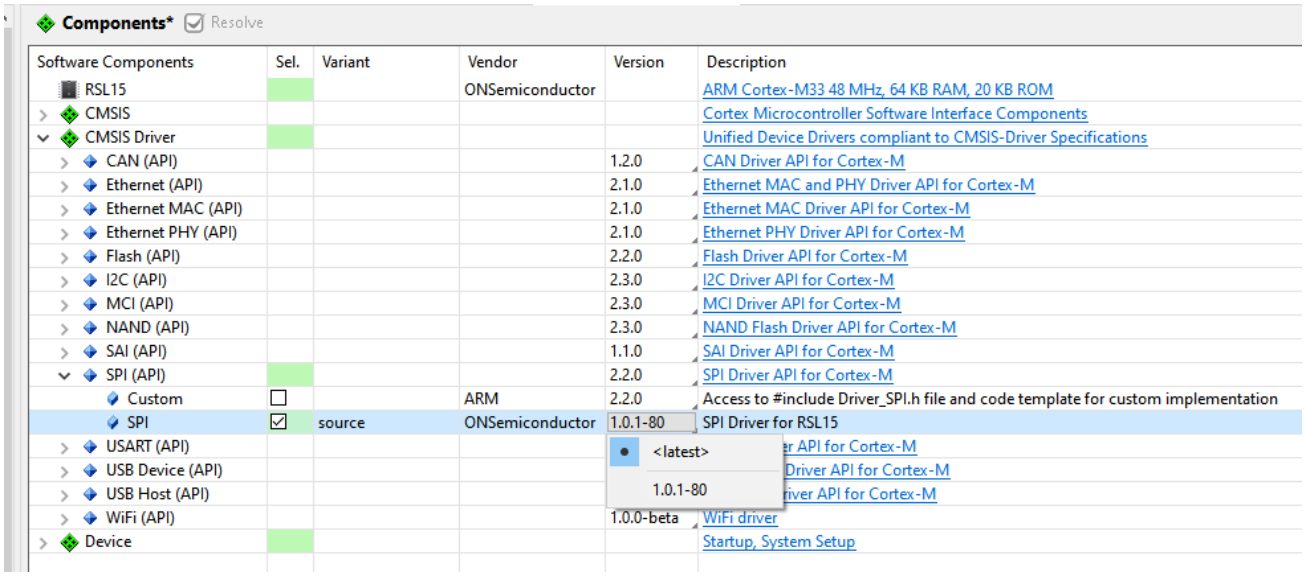

Figure 17. Automatically Updating to the Latest Installed CMSIS-Pack
2. Open your project. The CMSIS-Pack linked library and system files in your project are automatically updated to point to the latest installed CMSIS-Pack, as seen in the "Automatically Updating to the Latest Installed CMSIS-Pack" figure (Figure 17).